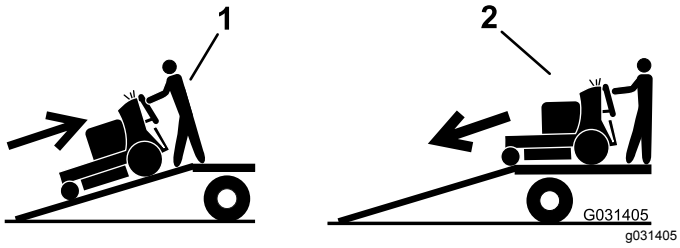

Figur 29
5. Bak maskinen op ad rampen (Figur 29).